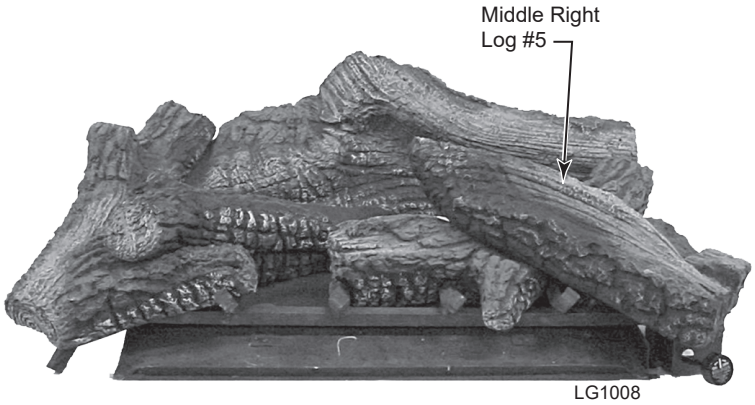

Figure 39
5. Place middle right log (#5) on top of bottom right log. *Figure 39*